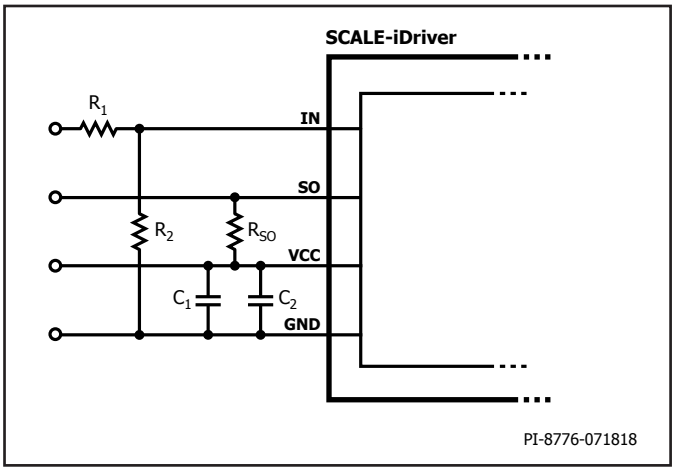
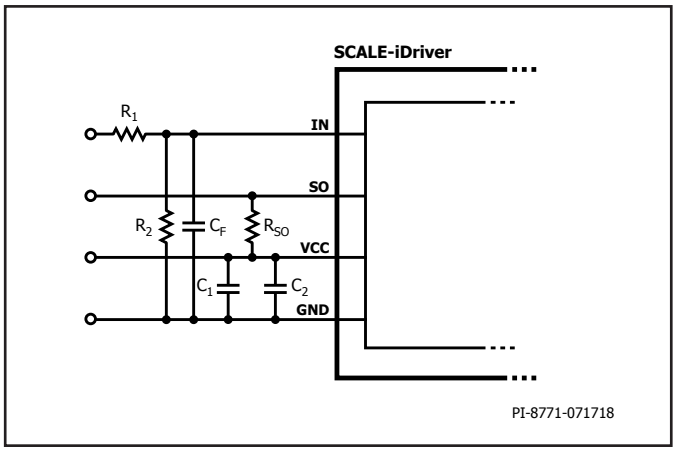

Figure 6. Recommended Circuitry for Increased IN Logic Levels. For R_1 = 3.3 kΩ and R_2 = 1.2 kΩ the IN Logic Level is 15 V.
Figure 7. Primary-Side of Example Circuitry.
If the physical distance between the controller and the SCALE-iDriver is large a line driver is recommended or increase the logic level to 15 V. For 15 V logic level, the resistive divider in Figure 6 is recommended. This solution adjusts the logic level as necessary and will also improve driver's noise immunity.
For the input the circuitry of Figure 6 is recommended, when using 15 V input logic. R_1 and R_2 represent a voltage divider to get a 5 V signal at the IN pin. If additional filtering is required a capacitor C_F can be placed in parallel to R_2 as depicted in Figure 7. The time constant τ can be calculated by Equation (1). In case direct 5 V logic is used at the IN pin, R_2 is recommended at any case and R_1 can be reduced to 100 Ω.